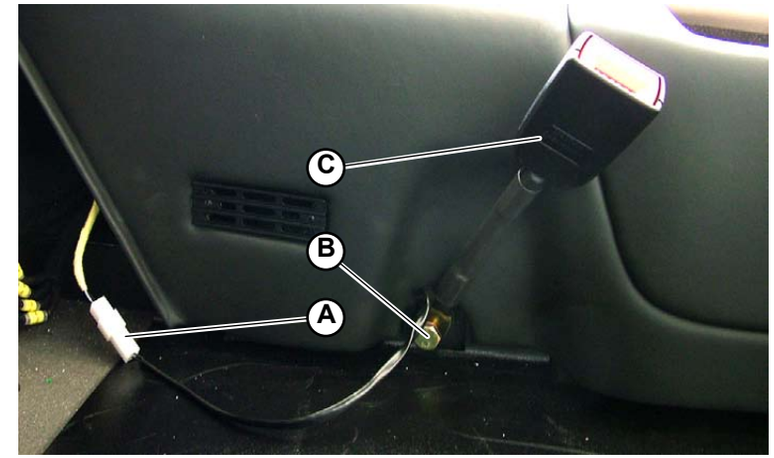

Fig.6
1. Disconnect the connection (**A-Fig.6**).
2. Unscrew the screw (**B-Fig.6**) securing the buckle (**C.Fig.6**) to the car.